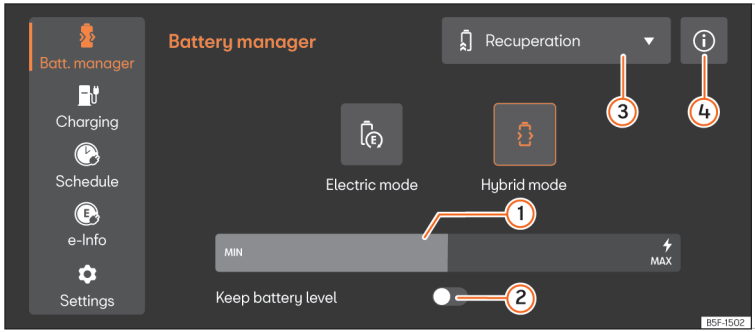

**Fig. 119** In the infotainment system: Battery manager menu
- Select **Electric Mode** or **Hybrid Mode** in the infotainment system. Further information about the operating mode can be found in ⓘ ››› Fig. 119 ④.
Key to ››› Fig. 119: